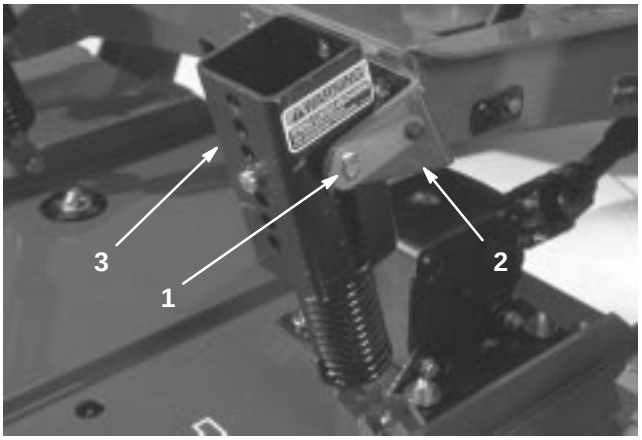

Figure 23
2. Disconnect the counterbalance from the traction unit, remove the lock pins from the brackets, separate the spring tension assemblies from the brackets, and lay them down on the deck. Loosely secure the lock pins to the brackets to prevent from losing them (Fig. 23).